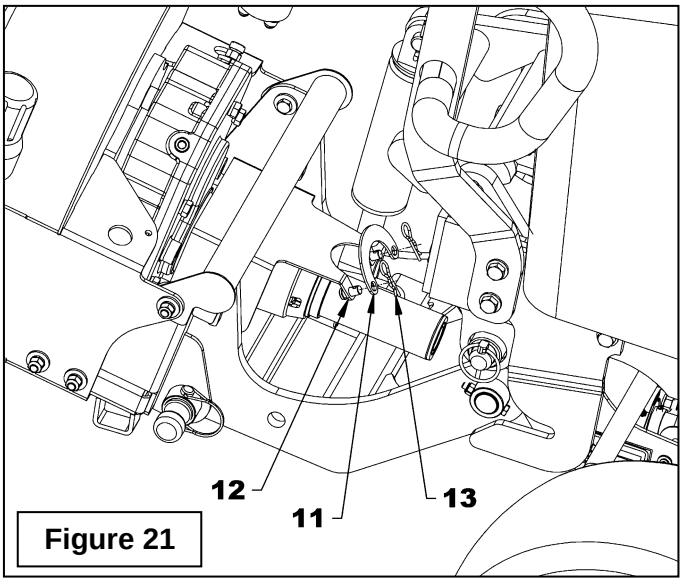

Figure 21
Figure 21 : Insérer les deux goupilles de l'attache de la souffleuse (items 8) dans les coussinets de l'attache de la souffleuse (items 9) et fixer avec les goupilles de verrouillage rondes ø1/4" x 1 3/4" (items 10).
Figure 21 : Retirer le support en "U" (item 11) qui retient le demi-arbre à cardan femelle de la souffleuse et fixer-le sur les goupilles soudées (item 12) dans le sens opposé (vers le haut) avec deux goupilles en épingles 2.5mm x 40mm (items 13).